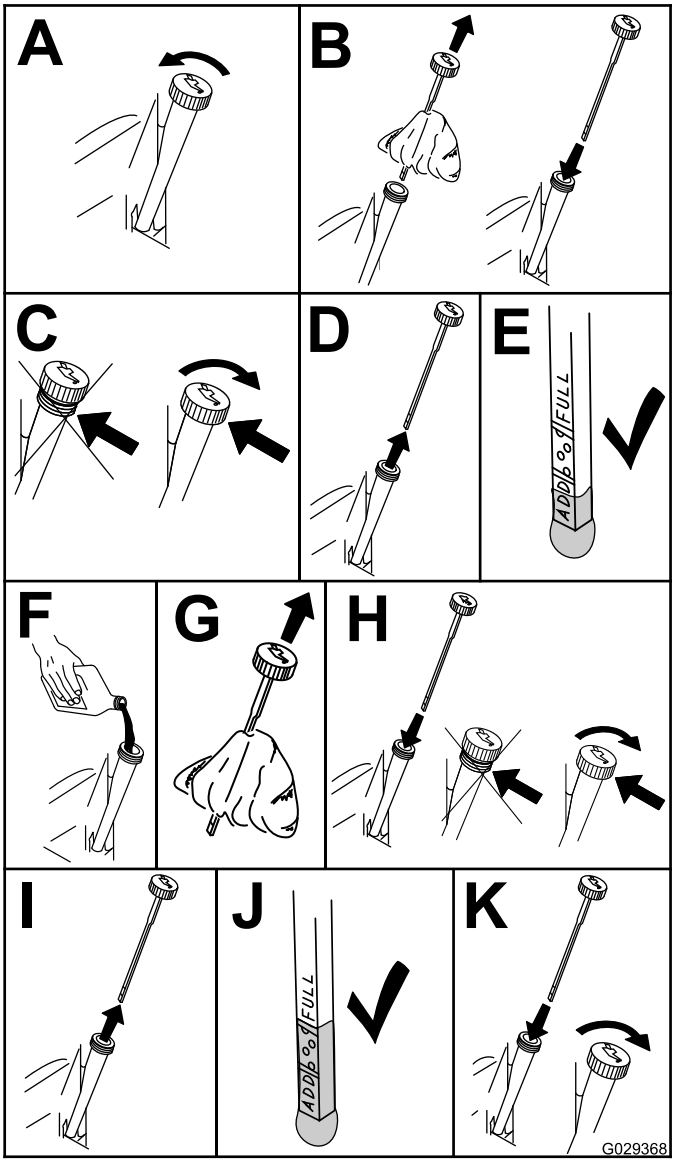

Figur 35
4. Kontrollera oljenivån i motorn (Figur 35).